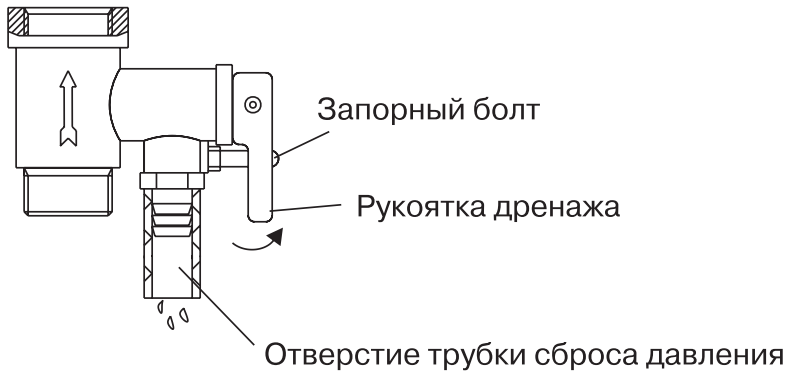

Рис. 6
9. Для эвакуации воды из рабочего бака следует использовать выходной патрубок (отвернуть гайку на выходном отверстии), или через предохранительный клапан (отвернуть болт на предохранительном клапане, повернуть рукоятку дренажа наверх. См. рис.6.